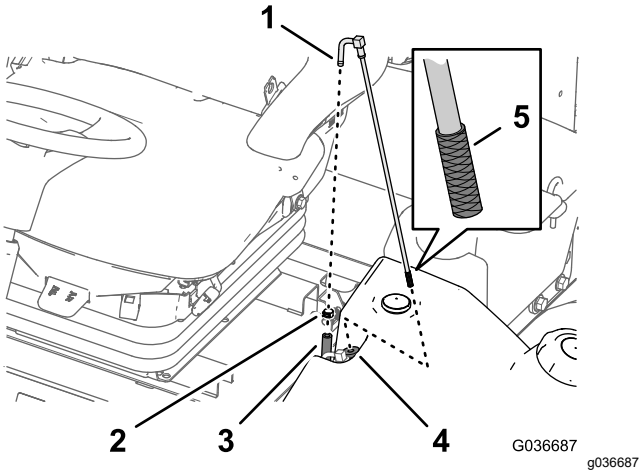

Figur 90
1. Fjern slangeklemmen som fester drivstofforsyningsslangen til koblingen på drivstoffoppsamlingsslangen (Figur 90).
2. Skill slangen fra koblingen (Figur 90).
3. Løft drivstoffoppsamlingsslangen fra drivstofftanken (Figur 90).
4. Rengjør eventuelle rester fra skjermen på enden av drivstoffoppsamlingsslangen (Figur 90).
5. Før drivstoffoppsamlingsslangen gjennom gummihylsen og inn i tanken (Figur 90).